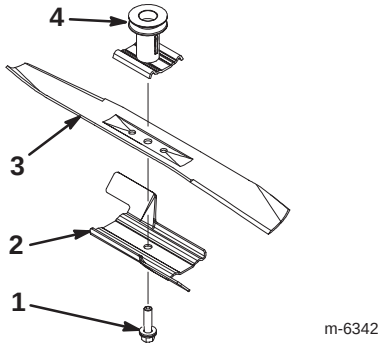

Figure 32
2. Remove the blade bolt, the accelerator, and the blade (Fig. 32).
1. Install a sharp, balanced Toro blade, the accelerator, and the blade bolt (Fig. 32).